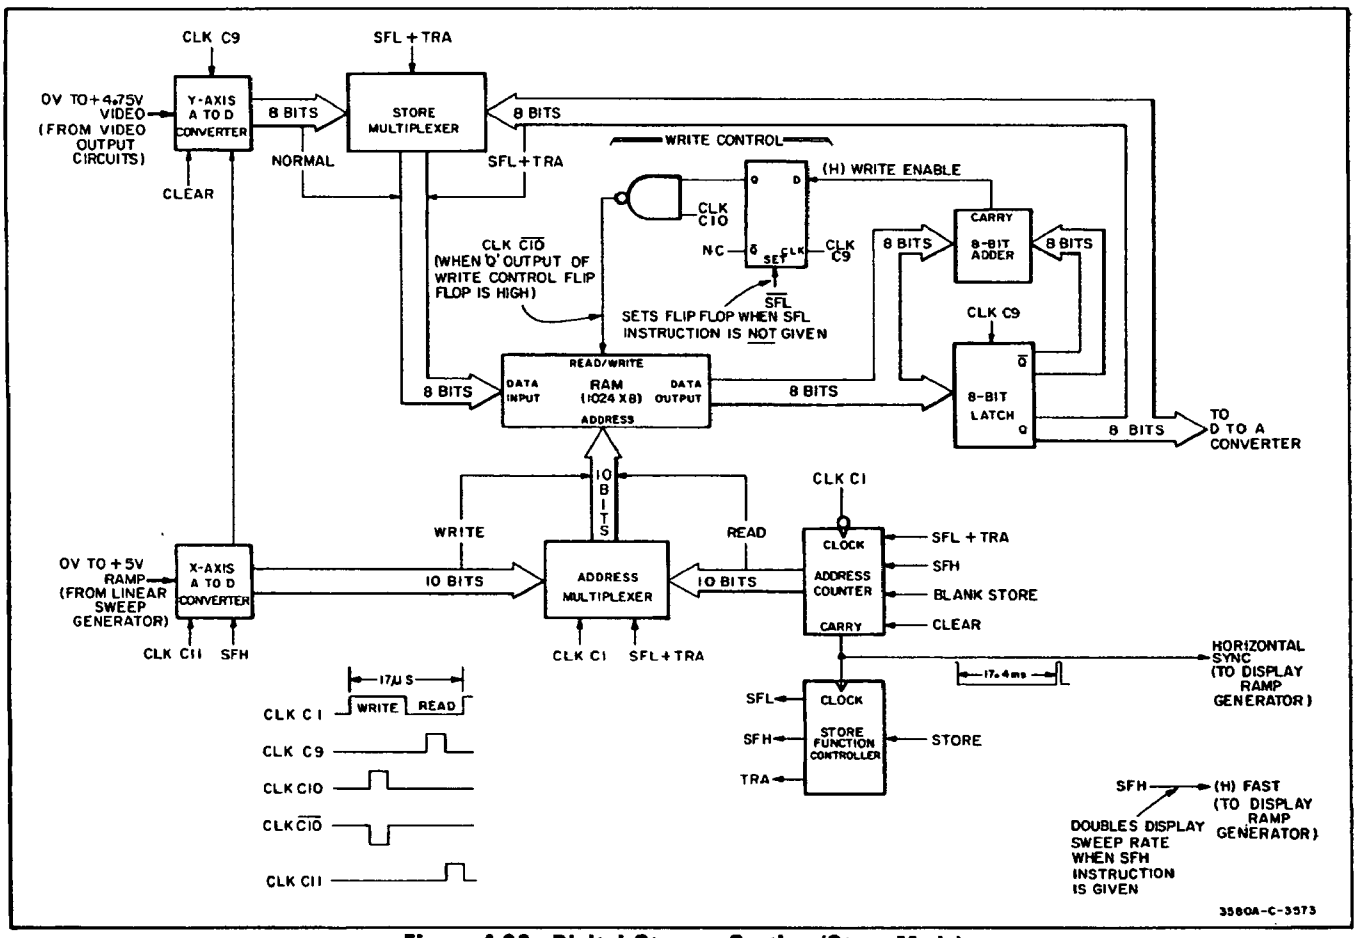
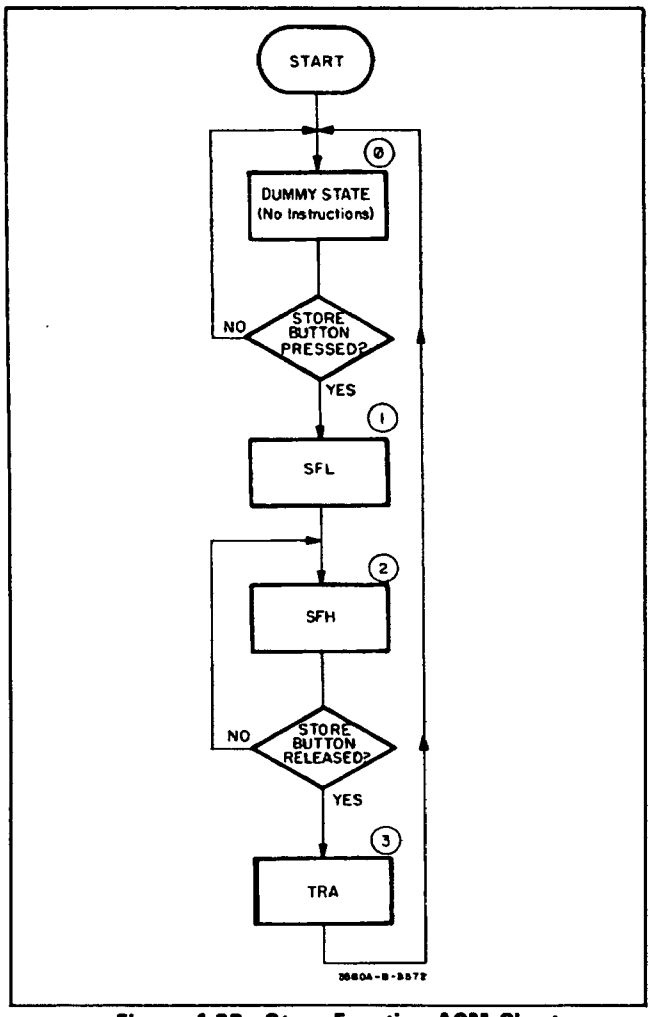

**Figure 4-22. Digital Storage Section (Store Mode).**
**Figure 4-23. Store Function ASM Chart.**
4-146. Figure 4-22 is an expanded block diagram showing the additional circuitry needed to implement the store function. A 4-state digital controller called the "Store Function Controller" is used to direct the store operation. The ASM chart for the Store Function Controller is shown in Figure 4-23. Other elements used only for the store function are the Store Multiplexer, the 8-Bit Adder and the Write Control circuit.
*4-150. Store Sequence (State 1).* Refer to Figure 4-23. When the STORE button is initially pressed, the Store Function Controller is in State Ø where no instructions are given. It remains in State Ø until the Address Counter completes its current cycle and resets to Ø. The Controller then increments to State 1.